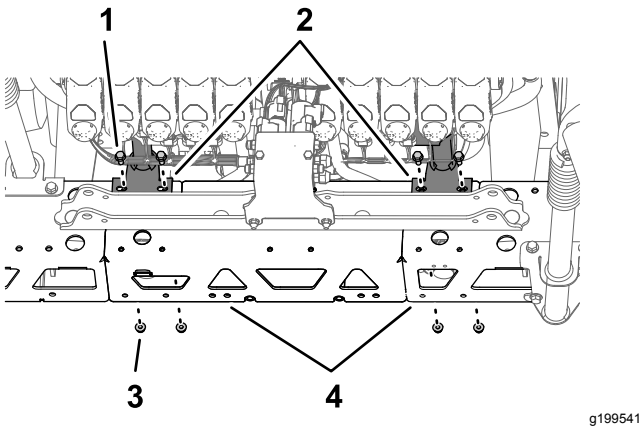

Rysunek 109
3. Zamocuj wspornik zaworów do ramy kratownicowej (Rysunek 108 oraz Rysunek 109)